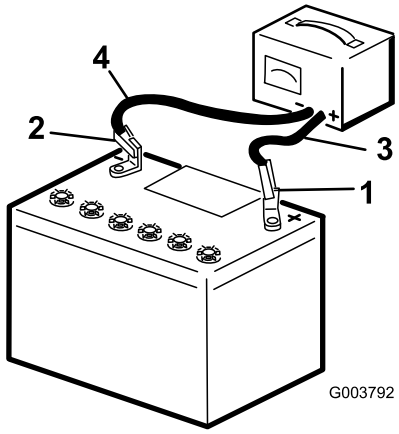

Figura 78
3. Collegate il cavo negativo del caricabatteria al morsetto negativo della batteria (Figura 78).
5. Quando la batteria è completamente carica, staccate il caricabatterie dalla presa elettrica e scollegate i cavi di ricarica dai morsetti della batteria (Figura 78).